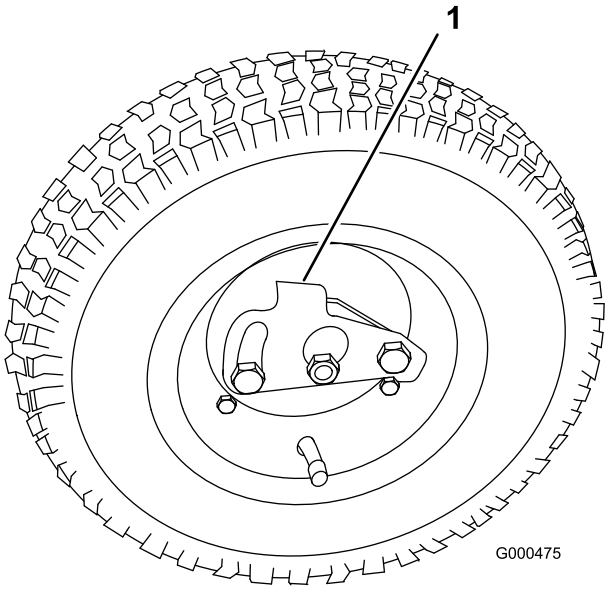

Figure 13
2. Faites pivoter le clip de verrouillage vers le centre de la roue et faites coulisser la roue sur l'arbre hexagonal (Figure 13).